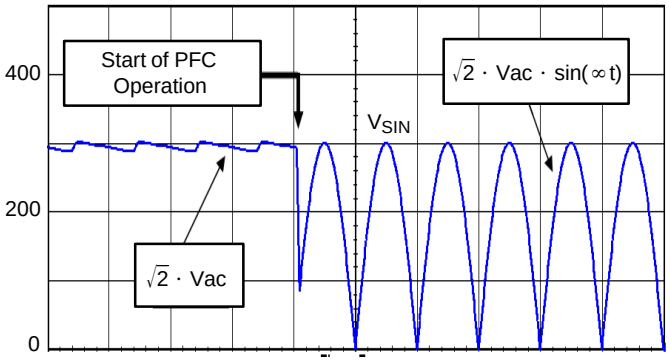

Figure 69. Typical Input Voltage of a PFC Stage
i.e., about 64% of the previous value. Therefore, the same line magnitude leads to a V_{Pin2} voltage that is 36% lower when the PFC is working than when it is off (refer to Figure 69). That is why the NCP1605 features a 50% hysteresis ($V_{BO}L$ = 50% $V_{BO}H$).